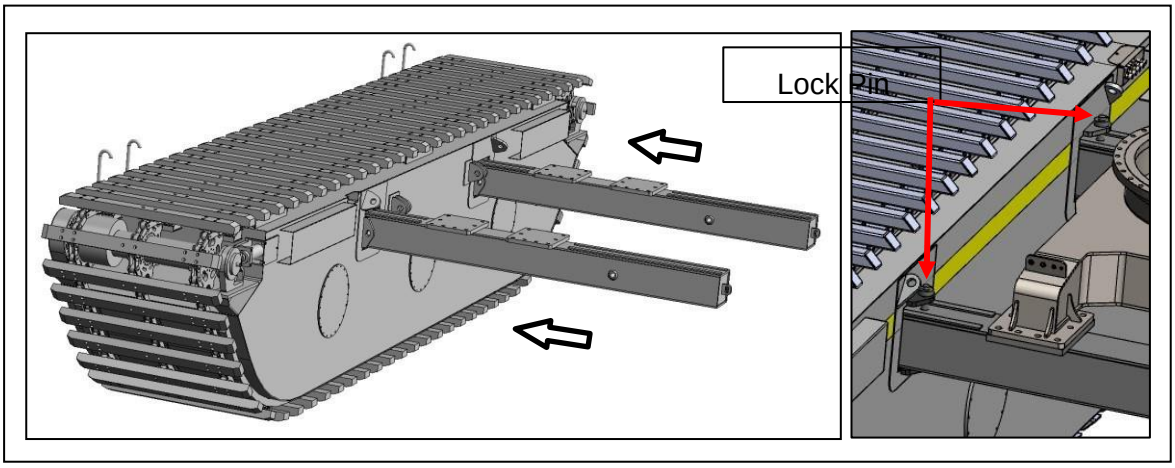

***Figure 6.3***
2. Install the crossbeams on the inner C-Chamber of one of the undercarriage bodies, according to the correct position. Use the locking pin to lock the crossbeams. Refer to Figure 6.3.